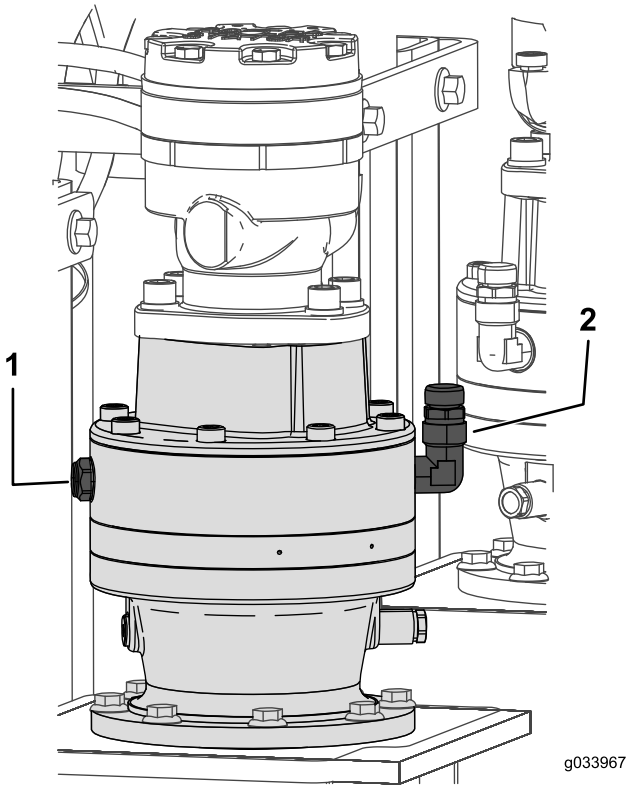

Figure 132
1. Contrôlez le niveau d'huile dans le regard sur le train planétaire de vrille d'ancrage (Figure 132).
2. Retirez le reniflard et ajoutez de l'huile dans le train planétaire jusqu'à ce que le niveau d'huile arrive au moins à mi-hauteur du regard (Figure 132).